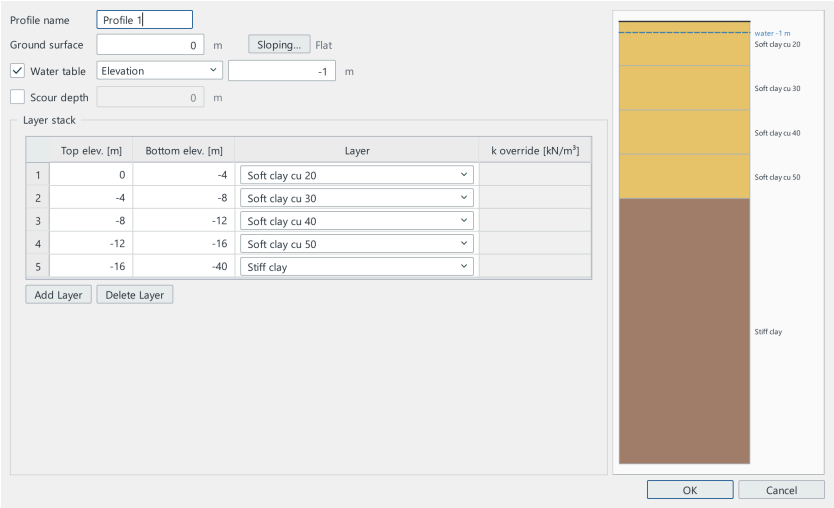

Figure 16.77 — Example 17 — Soil Profile Data with the four sublayers
3. **Define** ▸ **Soil** ▸ **Soil Profile…**: rows 0 to −4, −4 to −8, −8 to −12 and −12 to −16 m with the four layers, stiff clay to −40 m (Figure 16.77). Run.